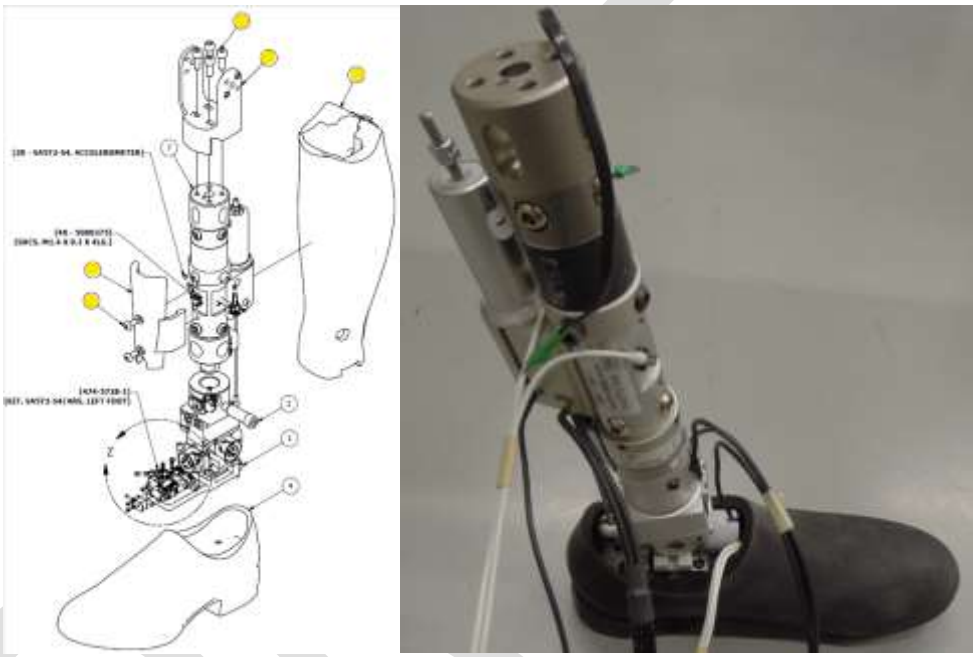

Figure 9-1. Remove tibia guard (474-5518) and knee clevis(474-5517).
9.5.1 Remove the Tibia Skin (474-5520) and the two M5 X 0.8 X 12 BHCS which attach the Tibia Guard (474-5518) to the lower leg assembly (Figure 9-1). Also remove the four M6 X 1 X 16 LG. SHCS that attach the Knee Clevis (474-5517-1,2) to the Tibia Assembly (474-5507-1,2).